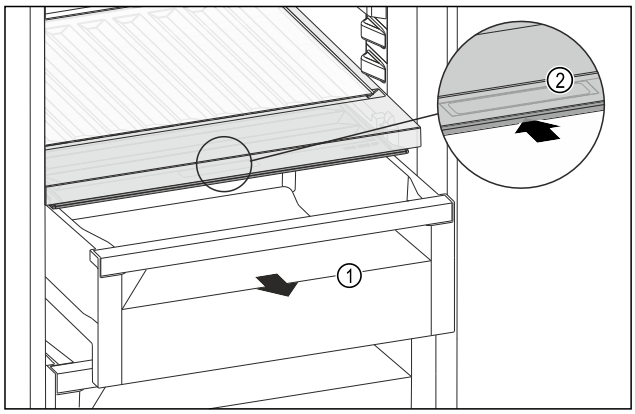

Fig. 184
▶ 拉出抽屉 *Fig. 184 (1)*。
▶ 抓住抽屉盖上的内嵌式拉手 *Fig. 184 (2)*，并同时向后推入抽屉盖。